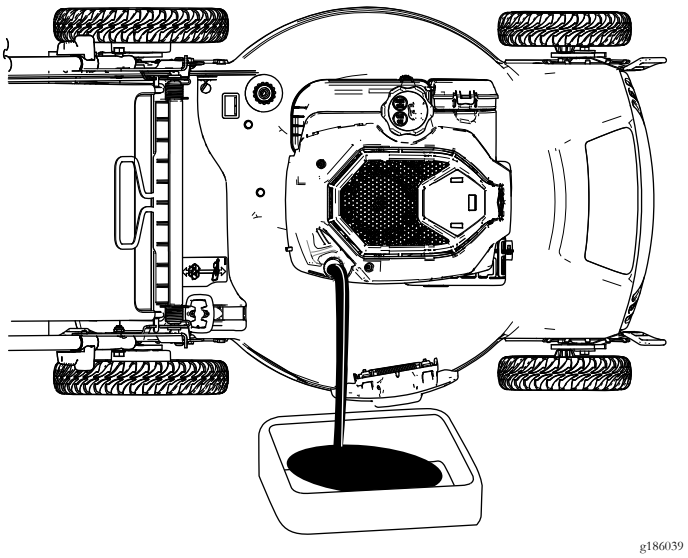

**Rysunek 29**
4. Przechyl maszynę na bok (tak, aby filtr powietrza był skierowany w górę), aby spuścić zużyty olej przez szyjkę wlewu oleju (Rysunek 29). Możesz też ustawić maszynę w pozycji pionowej (Rysunek 30).